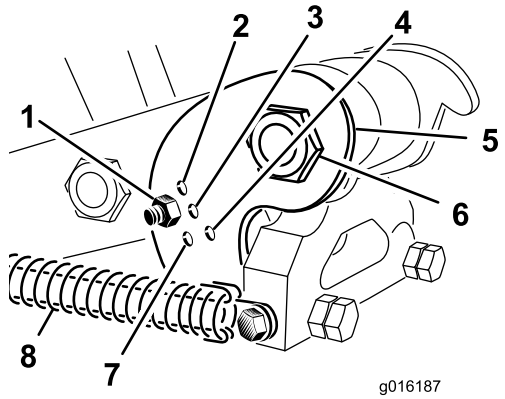

**Rysunek 37**
Ustaw kąt pochylenia (Rysunek 37) we właściwej pozycji uzależnionej od długości używanych zębów. Ogranicznik głowicy ustawiany jest w jednej z pięciu gotowych pozycji poprzez wybór otworu, do którego przykręcony jest koniec pręta regulacyjnego. Otwory te nie są przydzielone na stałe, na przykład użycie zębów o długości 25 cm w położeniu 30 cm pozwala w niektórych sytuacjach uzyskać równiejsze otwory.
3. Odłącz sprężynę napinającą od głowicy z zębami (Rysunek 37).
4. Odkręć nakrętkę i śrubę znajdujące się w otworze regulacyjnym we wsporniku pochylenia (Rysunek 37).
5. Obróć wspornik pochylenia, aż zrówna się z otworem w ramieniu, po czym zamontuj śrubę z nakrętką (Rysunek 37).